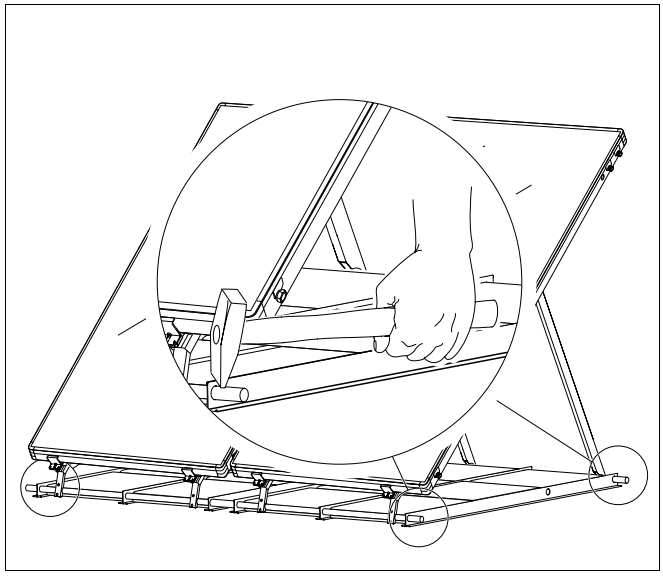

Afb. 64 Staander voor plat dak beveiligen
- Vervorm de buitenste T-profielen van een collectorveld (afb. 64) door met een hamer op de bovenzijde te slaan, tot de steunbuizen in de T-profielen gefixeerd zijn.